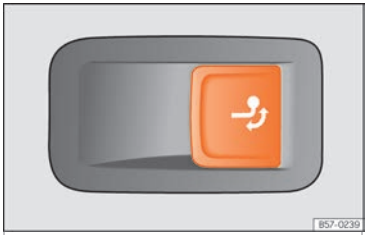

Fig. 213 On the right side of the luggage compartment: button for unlocking the tow hook.
- Pull the ››› Fig. 213 button briefly. The tow hook unlocks electrically and automatically turns outwards. The button's control lamp flashes.
- Pull the ››› Fig. 213 button briefly. The tow hook unlocks electrically.
- If the warning light on the button ››› Fig. 213 *flashes*, this means that the tow hook has not been attached properly or is damaged ››› ⚠.
- If the warning lamp ››› Fig. 213 *remains on* with the rear lid open, the tow hook is correctly in place both when extracted and when covered.
- **Never press the ››› Fig. 213 button when there is a trailer hooked to the vehicle or when a carrier system or other accessories are mounted on the tow hook.**